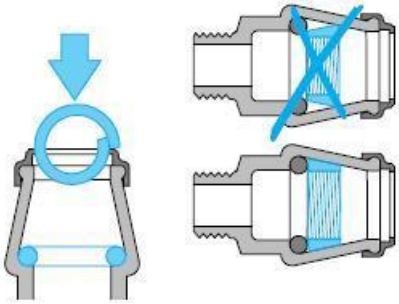

Figure 7
2. Glisser le nouvel anneau de serrage dans le manchon selon fig. 7.